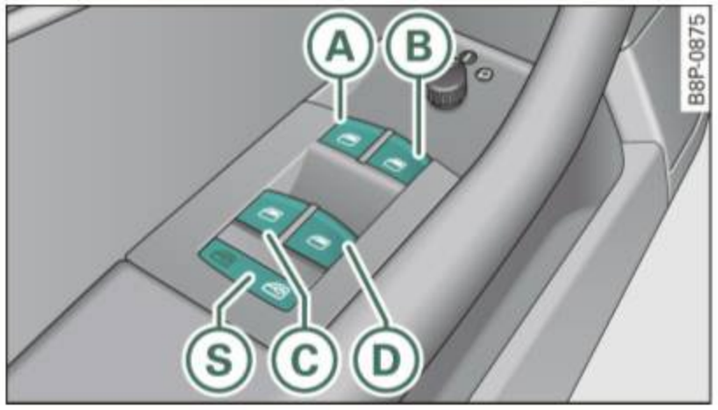

Fig. 37 Driver's door: power window switches
In addition to the switches in the driver's door, there is a separate switch in each door for the power window in that door ⇒ fig. 37. If the respective switch is pushed or pulled, the window will open or close. The power window switches have a **two-position function**:
The safety switch (S) ⇒ *page 47*, fig. 37 in the armrest on the driver's door turns off the rear power windows. Only when the safety switch is depressed can the rear windows be opened or closed. The symbol in the safety switch illuminates when the power windows in the rear doors are switched off (button NOT depressed). This feature has been provided for the safety of small children riding in the rear of the vehicle.